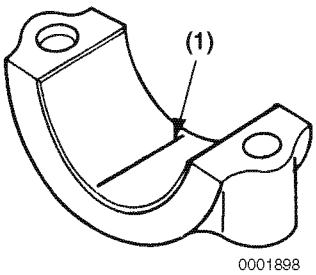

Figure 6-101
(c) Place a piece of PLASTIGAGE® **(Figure 6-101, (1))** along the full width of the bearing insert.